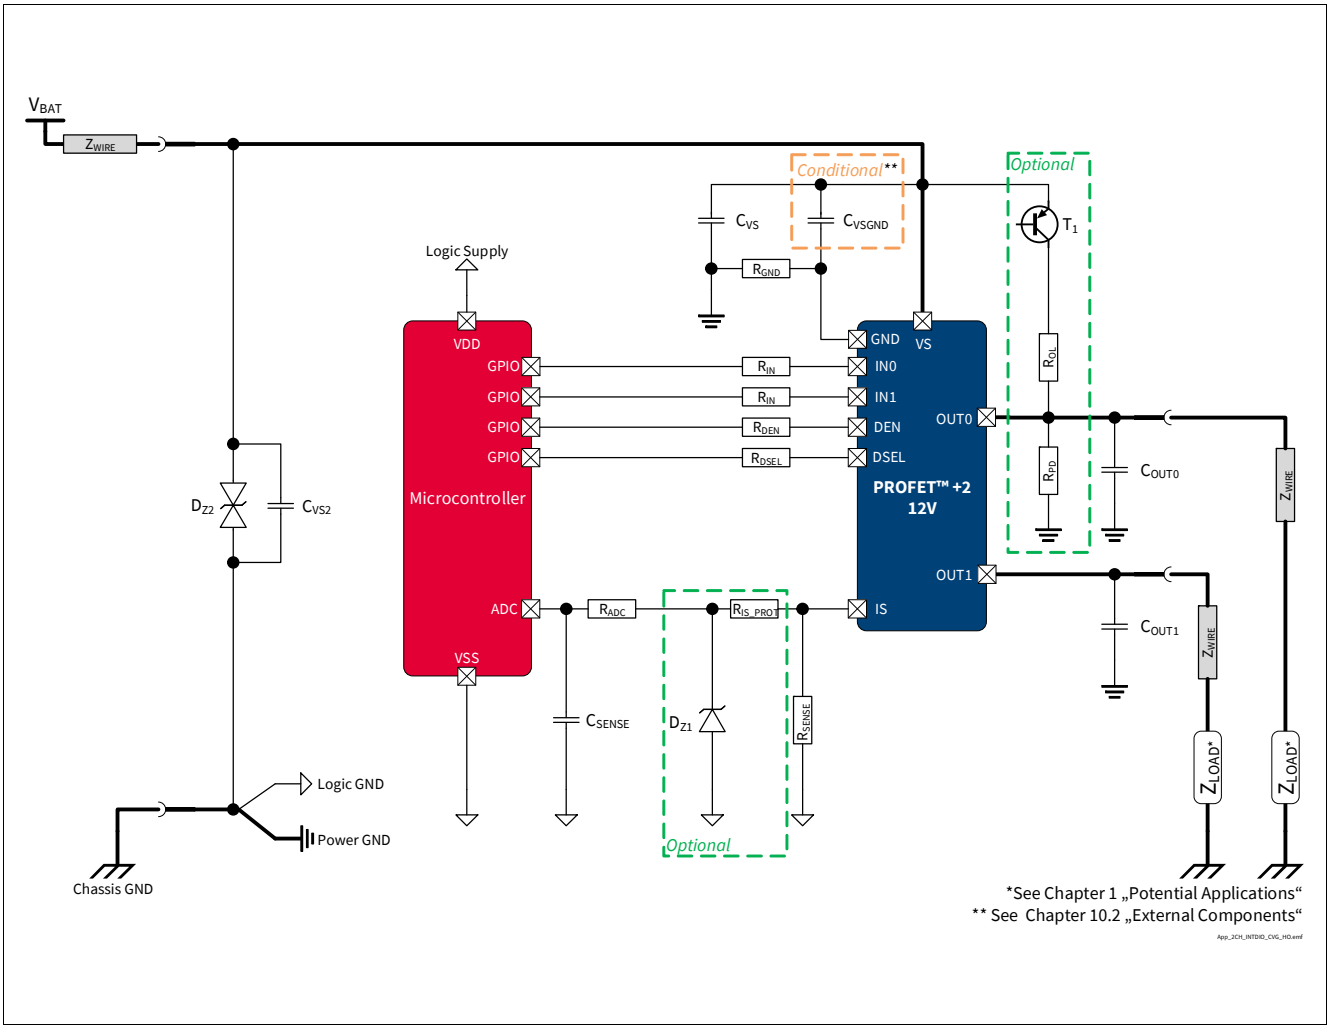

Figure 42 BTS7200-2EPA Application Diagram
1.03, 2019-10-15	P_8.7.9.1, P_8.7.9.7, P_8.7.9.8 updated (added in Note or Test Condition: link to **Figure 25**) P_7.5.9.4, P_7.5.9.5 updated (added in Note or Test Condition: DEN = “low”; link to **Figure 19**) P_7.5.9.12 updated (added in Note or Test Condition: See **Figure 21**; deleted unnecessary space in Symbol: |dVOUT / dt | → |dVOUT / dt|) P_8.7.9.6 updated (added in Note or Test Condition: see **Figure 26**) P_9.7.9.1 updated (added in Note or Test Condition: See **Figure 33**) P_9.7.9.5 updated (Min./Typ./Max.: -45%/670/+45% → -25.0%/665/+25.0%) P_9.7.9.6 updated (Min./Typ./Max.: -36%/670/+36% → -24.0%/665/+24.0%) P_9.7.9.8 updated (Min./Typ./Max.: -30%/670/+30% → -22.5%/665/+22.5%) P_9.7.9.12 updated (Min./Typ./Max.: -14%/670/+14% → -11.0%/665/+11.0%) P_9.7.9.13 updated (Min./Typ./Max.: -11%/670/+11% → -8.5%/665/+8.5%) P_9.7.9.15 updated (Min./Max.: -6%/+6% → -6.0%/+6.0%) P_9.7.9.17 updated (Min./Max.: -5%/+5% → -5.0%/+5.0%) P_7.5.9.11 updated (added in Note or Test Condition: See **Figure 19**) **Figure 1**, **Figure 42** updated **Chapter 1** updated (or LED equivalent → or equivalent electronic loads (e.g. LED modules)) P_4.3.0.7 added **Table 24** updated **Chapter 5.1** updated (added: see **Chapter 10** for the complete application setup overview)